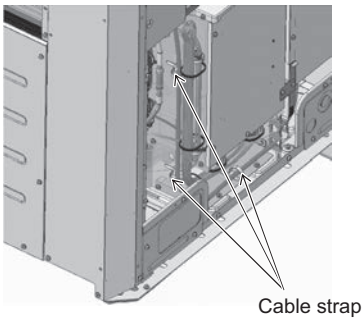

Figure 6
(7) Remove the cable straps to disconnect the wiring. (See Figure 6.)